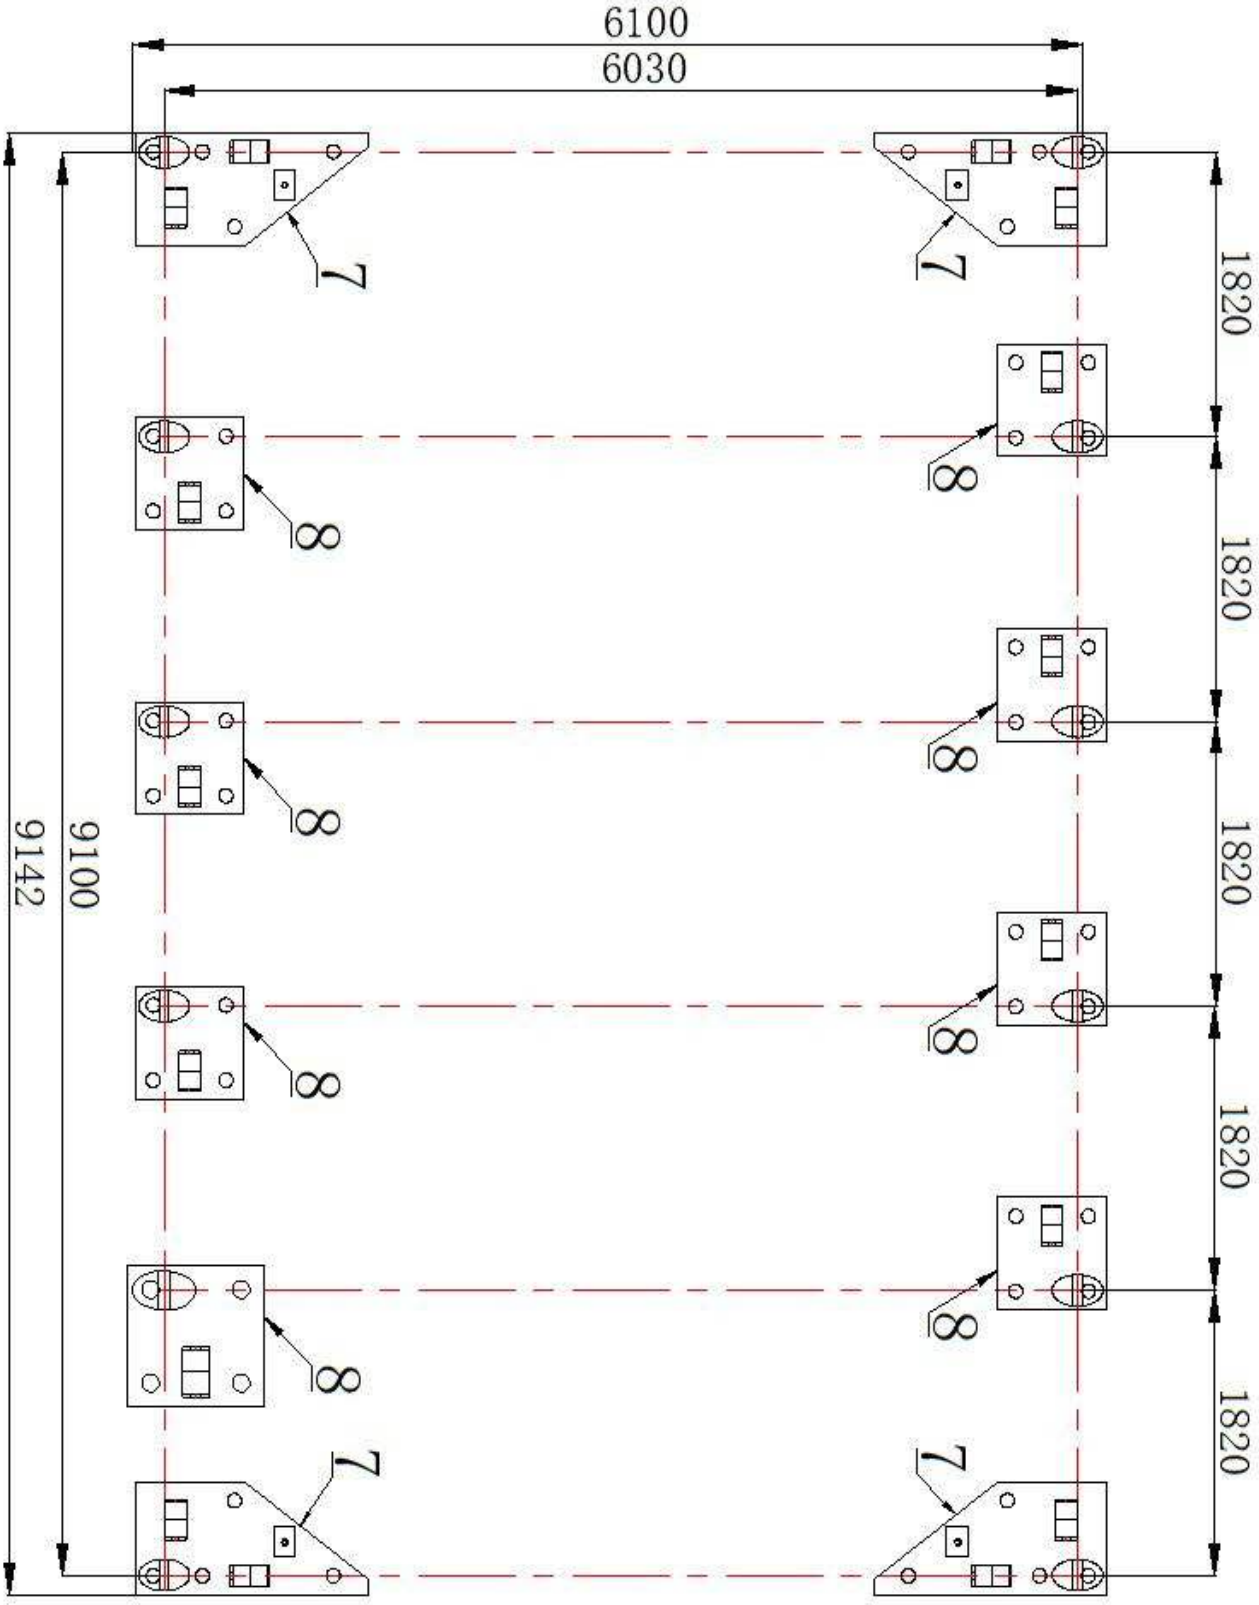

Figur.1
1. Se diagrammet (Figur 1) for å markere posisjonen til bunnplatene.